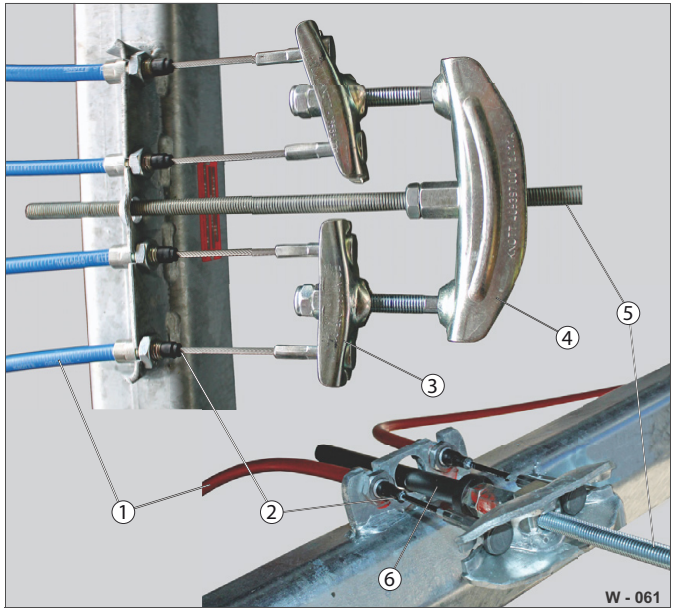

Abb. 50 Tandemové uspořádání: Mazací místa
Tandemové uspořádání zodpovídá za rovnoměrné brzdění všech brzd kol. Všechna bovdenová lanka (Abb. 50/1) je třeba řádně seřídit a namazat. Držák brzdového táhla (Abb. 50/6) zabraňuje nesprávnému brzdění.
- ▶ Namažte otevřené brzdové lanko (Abb. 50/2).
- ▶ Proveďte seřízení tandemového uspořádání (Abb. 50/3).